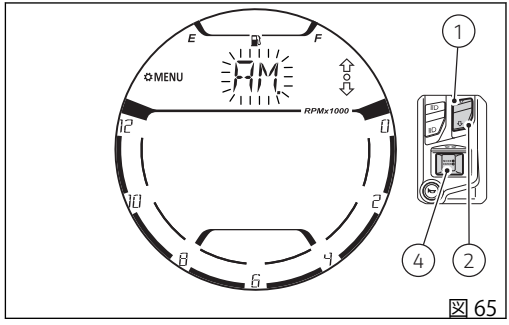

図 65
最初に変更できるパラメーターは AM / PM です。現在の設定データが点滅して表示されます (図65)。ボタン (1) および (2) で "AM" と "PM" を切り替えます。